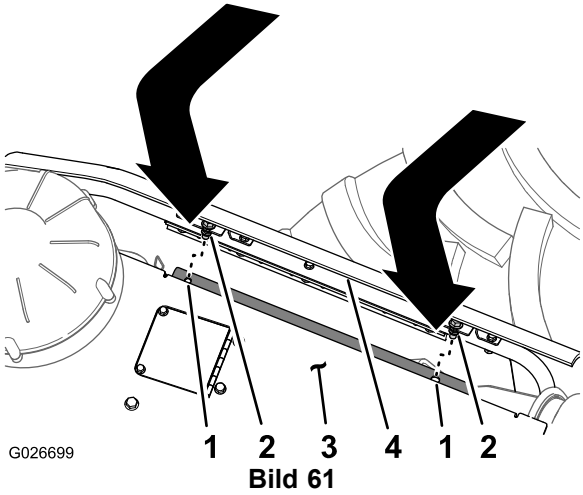

Bild 61
2. Fluchten Sie die Befestigungsschraube oben an der Seitenplatte mit dem Loch im Stützflansch der Motorhaubenplatte aus (Bild 61).